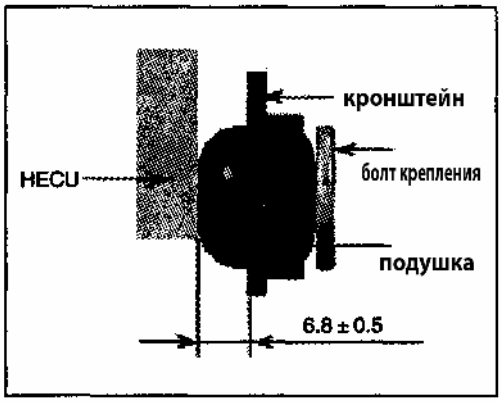

Рис. 723
2) Меры предосторожности при установке кронштейна (Рис. 723):